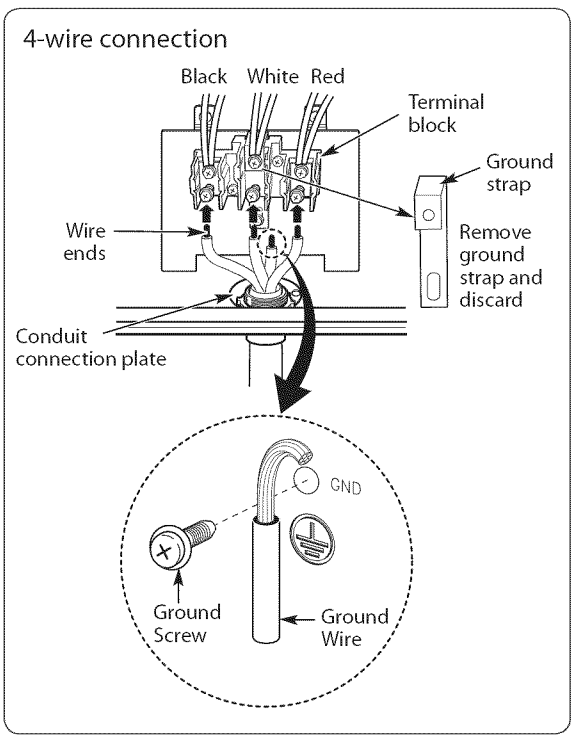

FIgURE 12
2. Loosen the 2 lower left and right screws from the terminal block. (Refer to Figure 12.) Remove the lower 2 center screws.
3. Remove ground strap and discard as shown in Figure 12. Do not discard any screws.
4. Attach the ground bare wire end to range frame and secure it in place with the ground screw (Refer to figure 12.)